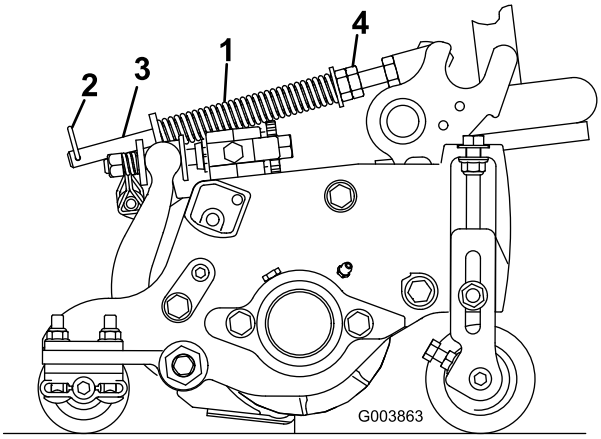

Figur 14
1. Se till att hårnålssprinten sitter i det bakre hålet på fjäderstången (Figur 14).
2. Dra åt sexkantsmuttrarna på fjäderstångens främre ände, tills fjäderns sammanpressade längd är 12,7 cm (Figur 14).